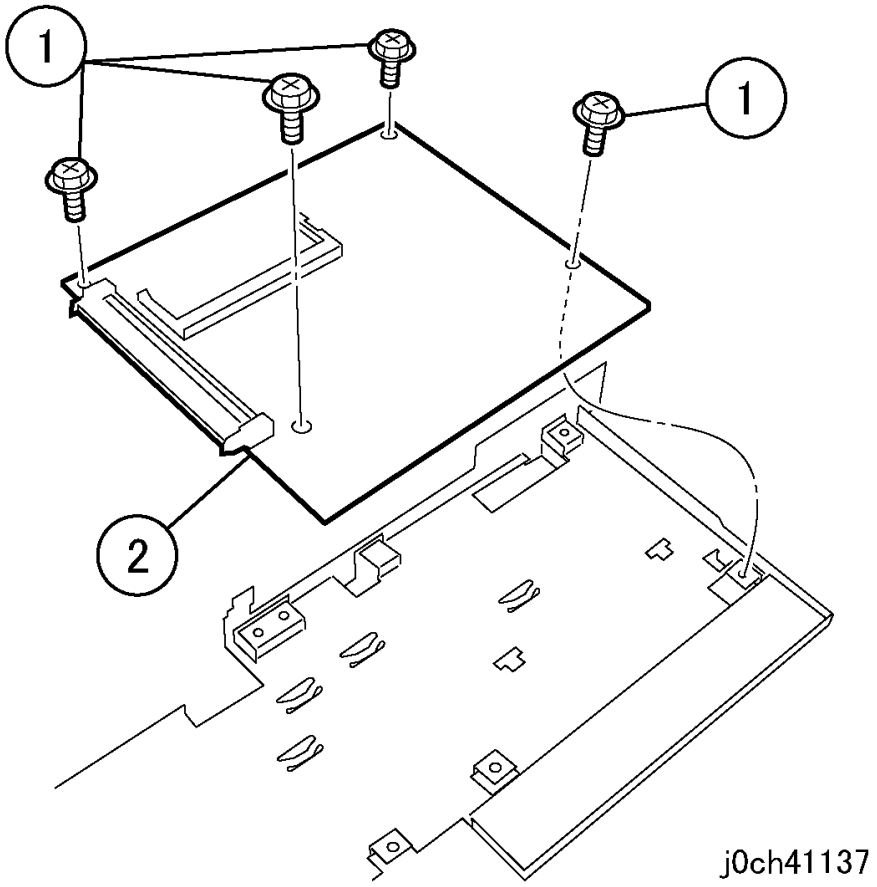

Рисунок 1 Снятие MFC PWB (j0ch41137)
3. Снимите MFC PWB (рисунок 1).